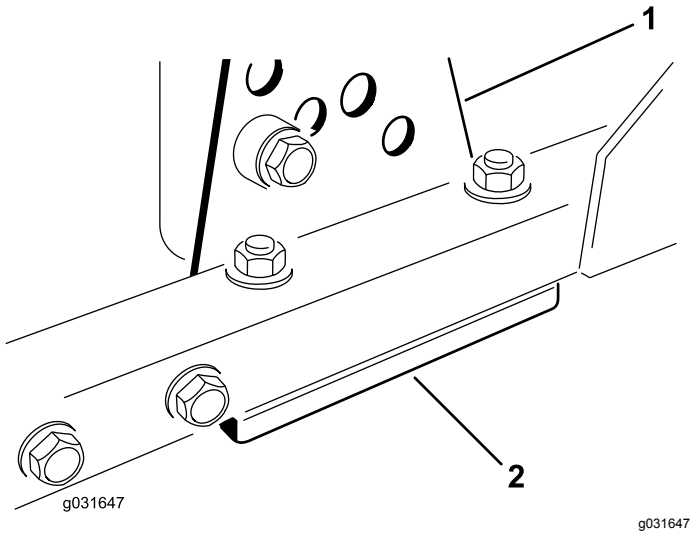

Figura 69
1. Togliete la staffa dell'altezza di taglio (anteriore, sinistra o destra) dal telaio del piatto di taglio (Figura 69).
2. Regolate gli spessori di 1,5 mm e/o 0,7 mm fra il telaio del piatto di taglio e la staffa per ottenere l'altezza di taglio desiderata (Figura 69).
3. Montate la staffa dell'altezza di taglio sul telaio del piatto di taglio, lasciando gli spessori rimasti sotto la staffa (Figura 69).